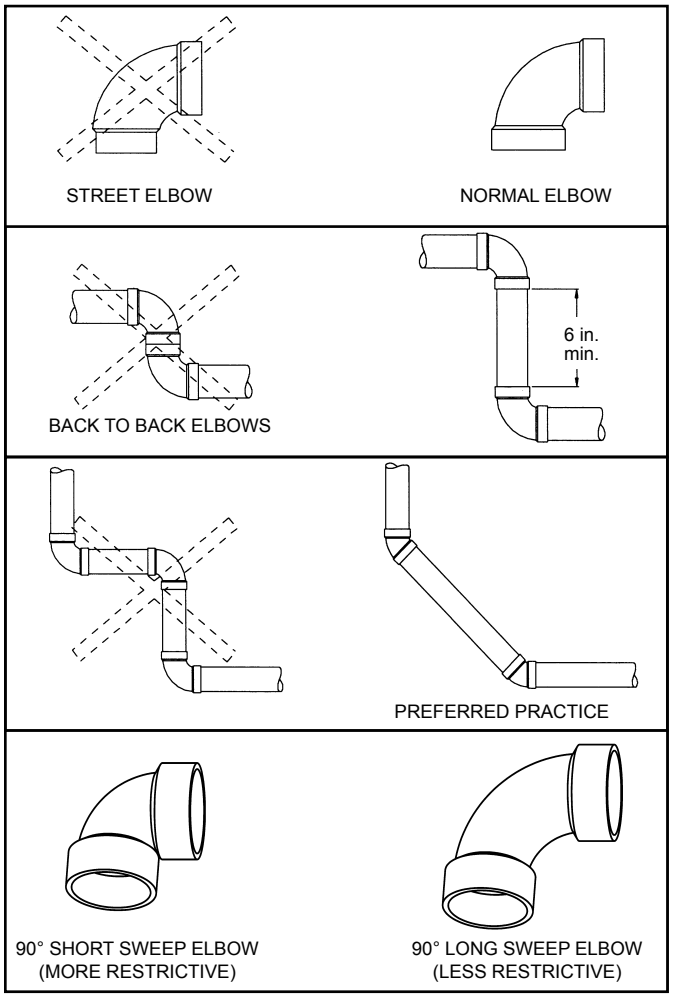

Figure 30.
3. Avoid using 90 degree elbows “back to back” and do not use street elbows. Maintain a minimum 6” straight section between elbows. Closely coupled and short radius elbows reduce the venting capacity. Figure 30 shows examples of vent pipe connections.